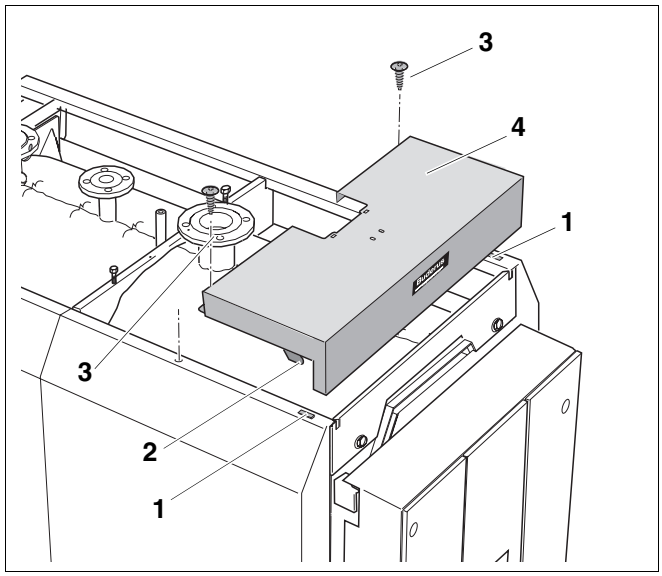

Рис. 33 Установка передней крышки котла
- Установить переднюю крышку котла с крюками (рис. 33, **поз. 2**) в вырезы передних боковых стенок (рис. 33, **поз. 1**) и сдвинуть назад.
- Закрепить переднюю крышку котла (рис. 33, **поз. 4**) 2 винтами (рис. 33, **поз. 3**) через передние боковые стенки с боковыми траверсами.